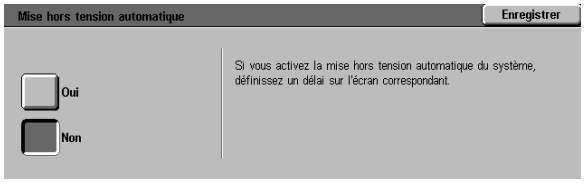

Figure 38 : Écran Mise hors tension auto
- À partir de l'écran Mise hors tension auto (figure 38), appuyez sur Activer ou Désactiver.